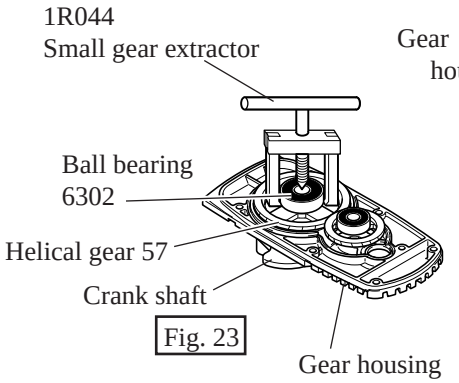

Fig. 23
(1) Remove ball bearing 6302 from crank shaft with 1R044 "Small gear extractor". See Fig. 23.